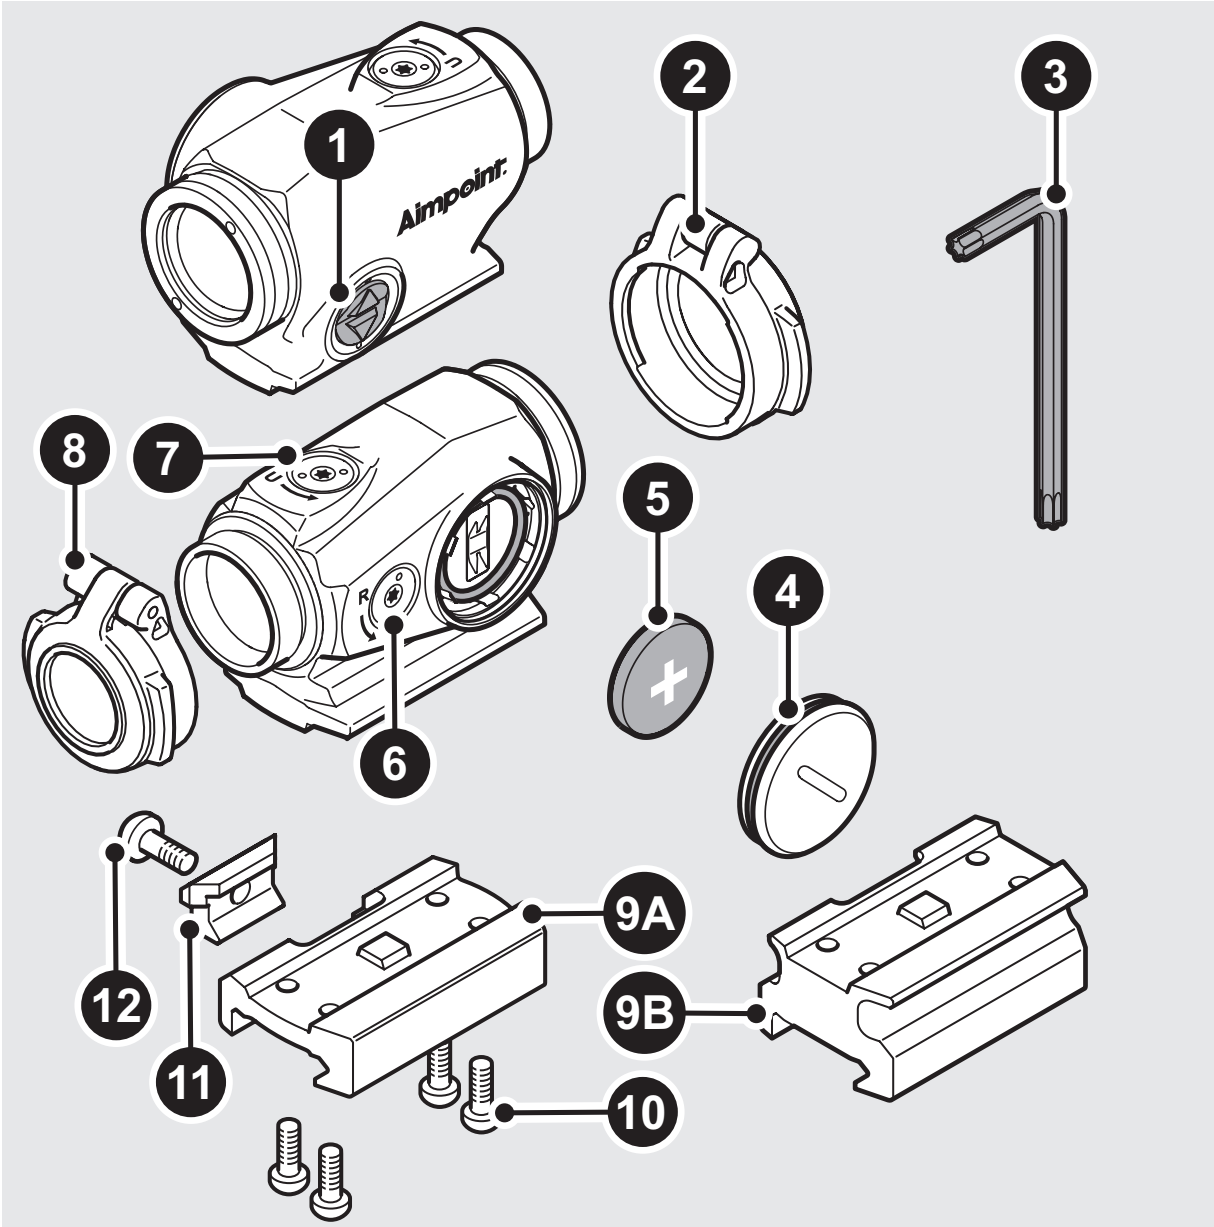

Fig. 1 Översikt
c Sätt i batteriet (5) med den positiva polen (+) mot batterilocket (4) enligt Fig. 1.